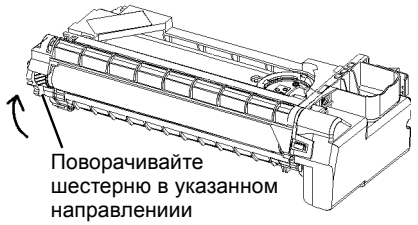

Рисунок 5 Вращение барабана
- Снимите копи-картридж (REP 9.1). Поверните барабан в указанном направлении (Рисунок 5).